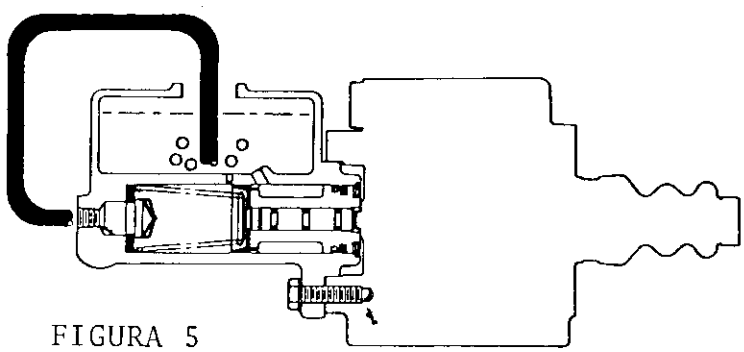

FIGURA 5
a) Anote a dimensão nominal de montagem (DN) do pinhão. Esta dimensão compreende a distância nominal a partir do centro da coroa até a face de encosto do cone do rolamento traseiro do pinhão, conforme ilustra a figura 5. A DN do modelo F-145 é 6.812".